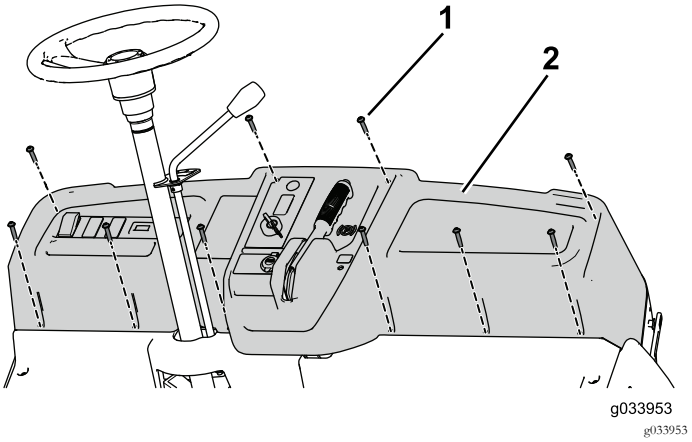

Bild 61
3. Entfernen Sie die 10 Schrauben (¼" x 1¼"), um das Armaturenbrett teilweise abzunehmen und die Feststellbremse abzuschließen (Bild 61).